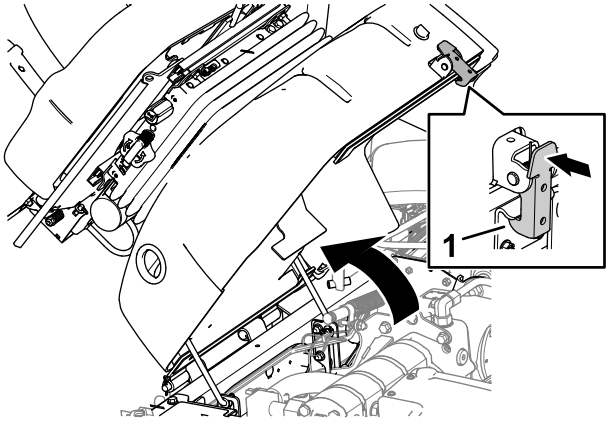

Figura 97
1. Deplasai elementul de fixare a scaunului spre exterior (Figura 97).